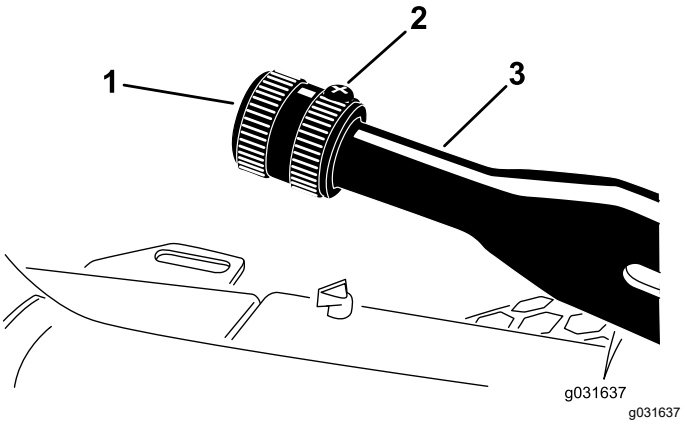

Figur 60
1. Lossa den ställskruv som fäster vredet på parkeringsbromsspaken (Figur 60).